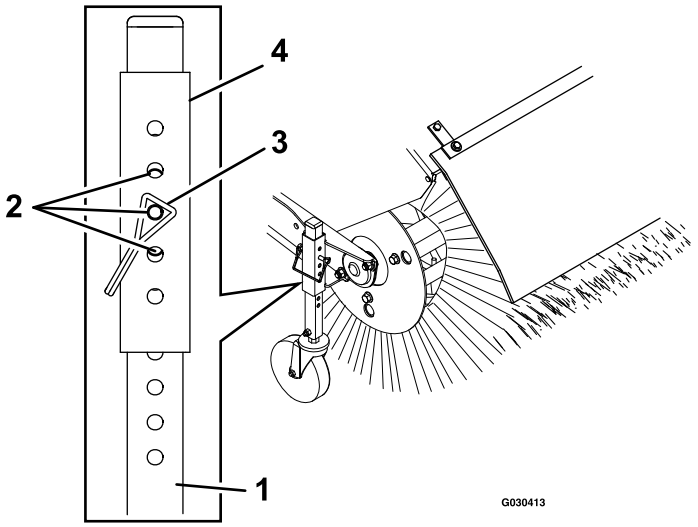

Figuur 17
5. Instellen van de borstelhoogte: neem de pen uit de instelhuls en de zwenkwielbuis (Figuur 17) en bewaar deze.
7. Voor de fijninstelling kun u de instelhuls 1 gat hoger of lager verstellen op de zwenkwielbuis om de borstelhoogte in stappen van 3 mm in te stellen (Figuur 17). Herhaal stap 5 tot en met 7 voor het andere zwenkwiel.